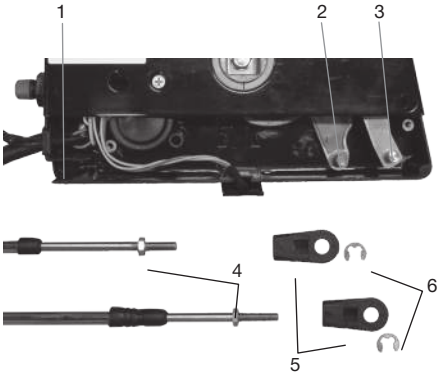
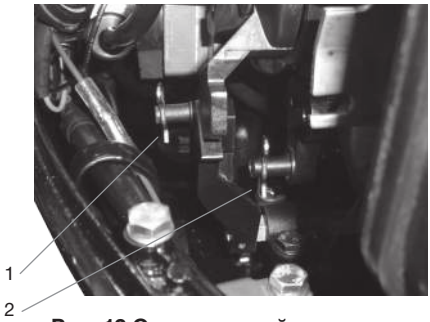
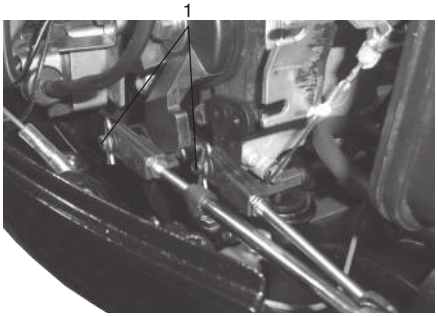

Рис. 11 Подключение тросов к блоку дистанционного управления
Рис. 12 Оси кронштейнов для подключения тросов на моторе
Рис. 13 Подключение тросов к кронштейнам на моторе
6. Установите наконечники 5 тросов управления на оси рычагов привода тросов управления на блоке дистанционного управления (Рис. 11). Закрепите наконечники 5 на осях рычагов 2 и 3 стопорными кольцами 6 (Рис. 11).
7. Установите наконечники тросов управления на оси кронштейнов 1 переключения передач и 2 управления дроссельной заслонкой на моторе (Рис. 12). Закрепите наконечники на осях кронштейнов шплинтами 1 (Рис. 13).
Наконечник троса переключения передач, другой конец которого был подсоединен к рычагу 1 (Рис. 11) на блоке дистанционного управления, нужно установить на ось кронштейна 1 переключения передач (Рис. 12). Наконечник троса управления дроссельной заслонкой, другой конец которого был подсоединен к рычагу 2 (Рис. 11) на блоке дистанционного управления, нужно установить на ось кронштейна 2 управления дроссельной заслонкой (Рис. 12).